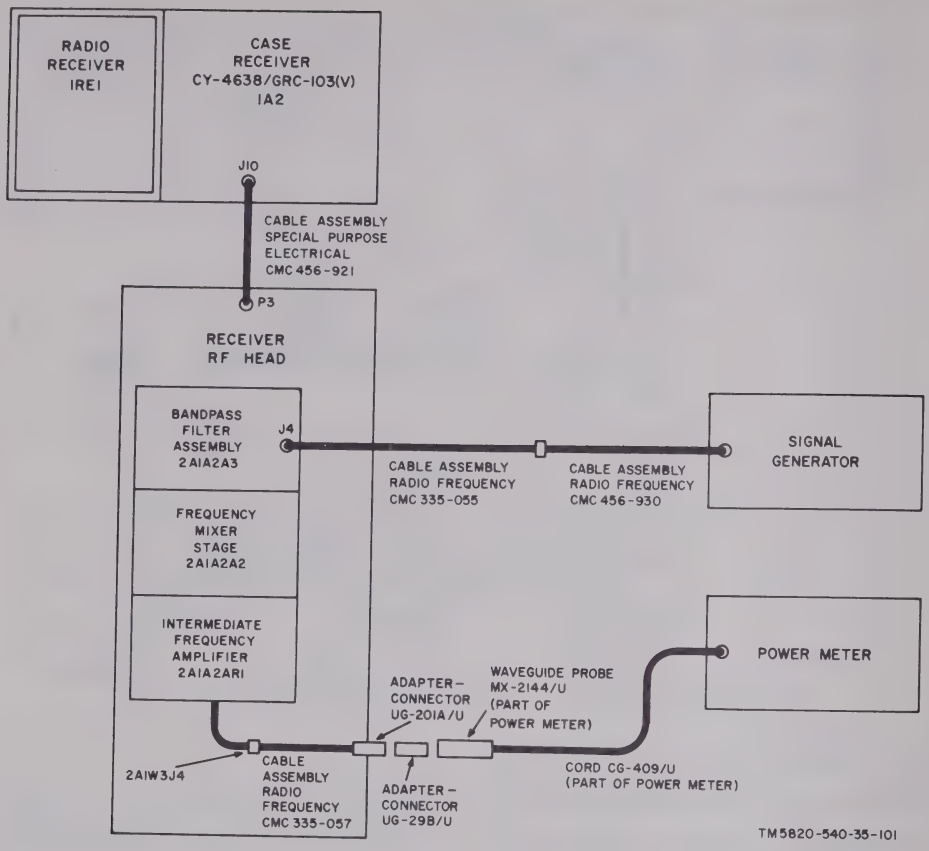

Figure 3-27. Frequency mixer stage 2A1A2A2, operational check setup.
(2) Connect the test equipment as shown in figure 3-27.
(3) Tune the receiver to channel 200.
(4) Set the frequency of the signal generator to 300 MHz at an output level of –50 dbm.
(5) Set the receiver AC POWER switch to ON. The power meter should indicate between –20 dbm and –5 dbm.
(6) If the indication obtained in (5) above is outside specified limits, replace frequency mixer stage 2A1A2A2 as described in paragraph 3-60.